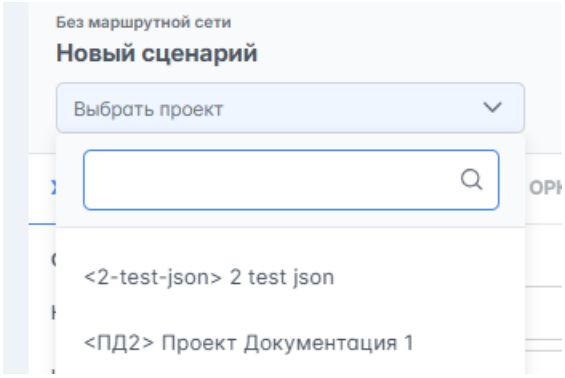

Рисунок 187 – Выбор проекта при создании сценария
2. Выбрать проект, для которого будет создан сценарий. Для выбора проекта необходимо нажать на в поле "Выберите проект", откроется список доступных проектов (рисунок 187), далее нажать на название требуемого. Выбранный проект во